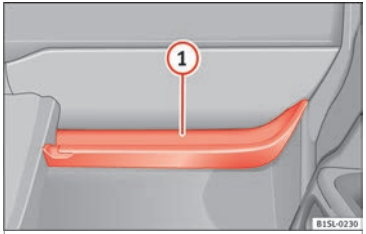

Fig. 125 Open storage compartment on the passenger side
In the open glove compartment there is a hook for bags ››› **Fig. 125** (1).